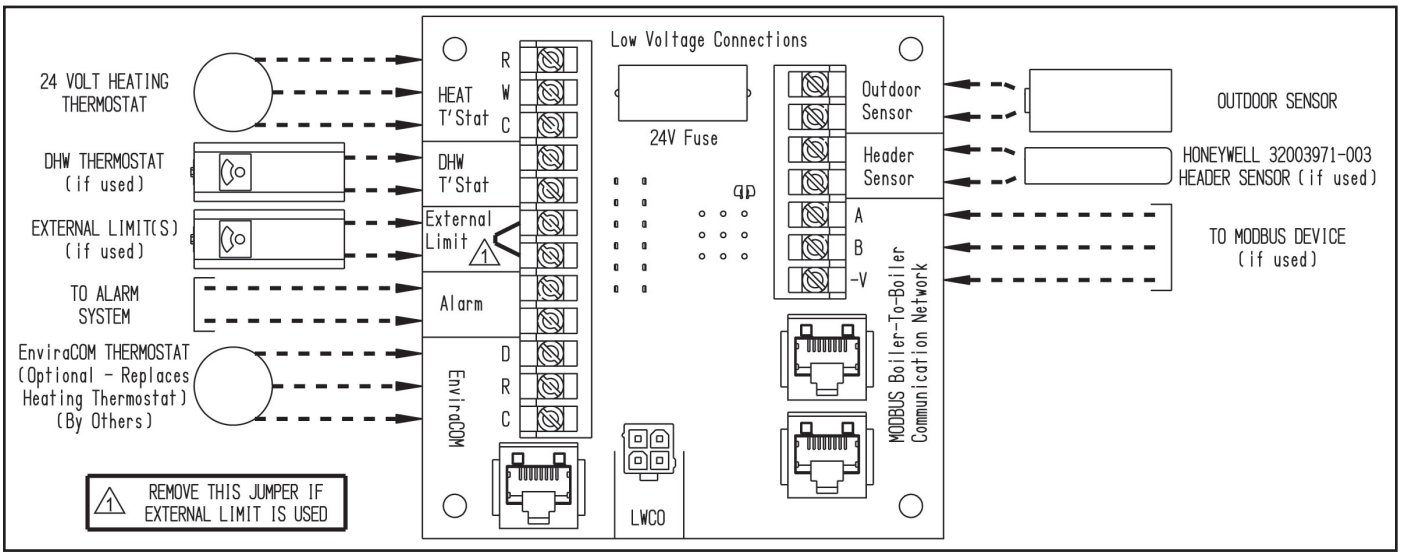

Figure 10.3: Low Voltage PCB Terminal Connections
7) Manual Reset High Limit (required by some codes) - This control is required by ASME CSD-1 and some other codes. Install the high limit in the boiler supply piping just above the boiler with no intervening valves. Set the manual reset high limit to 200°F. Wire the limit per Figure 10.3 in the Wiring section.
This boiler is equipped with a listed high water temperature limit function. This limit provides boiler shutdown in the event the boiler water temperature exceeds the set point of the limit control. Certain Local Codes require an additional water temperature limit. If necessary, install an additional water temperature limit such as a Honeywell L4006 Aquastat. Wire as indicated in Figure 10.3.
2) Low Voltage Connections – Low voltage field connections on the low voltage PCB are shown in Figure 10.3 and are listed from top to bottom:
- DHW Stat - 24VAC domestic hot water thermostat (1)
- DHW Stat - 24VAC domestic hot water thermostat (2)
- External Limit - Field supplied low voltage safety limit contacts (1)
- External Limit - Field supplied low voltage safety limit contacts (2)
- Alarm Contact (1)
- Alarm Contact (2)
- EnviraCOM Device (D)